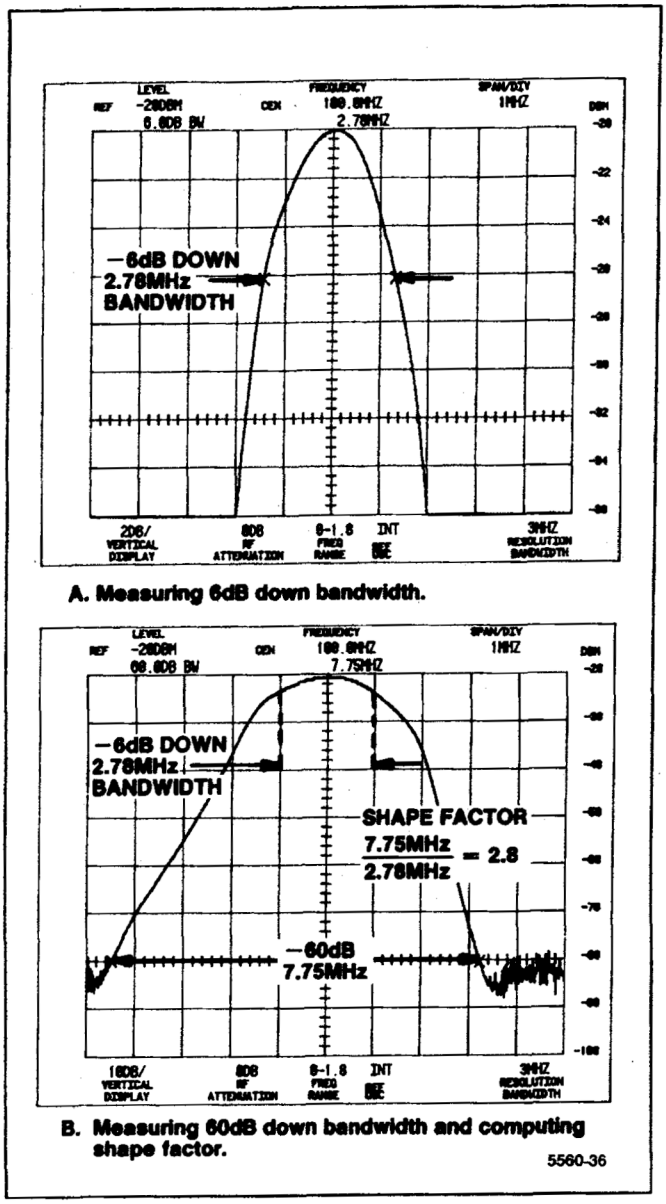

Figure 4-9. Typical display for measuring bandwidth and shape factor.
d. Check that the shape factor is 7.5:1 or less. The shape factor is the ratio of −60 dB/−6 dB bandwidths (see Figure 4-9).